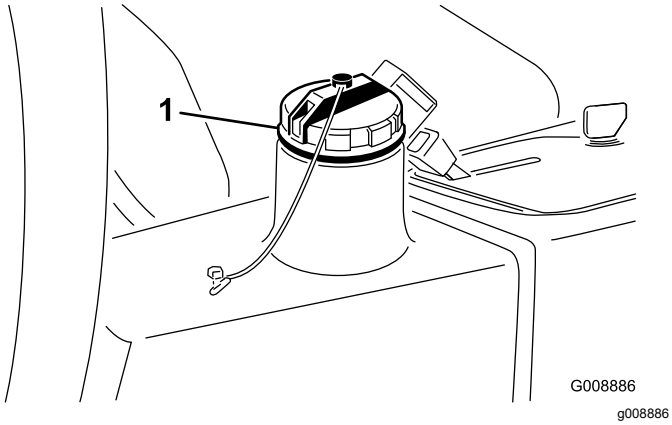

Figur 79
4. Fyld beholderen (Figur 79) med ca. 13,2 l hydraulikvæske. Se Kontrol af hydrauliksystemet (side 51).